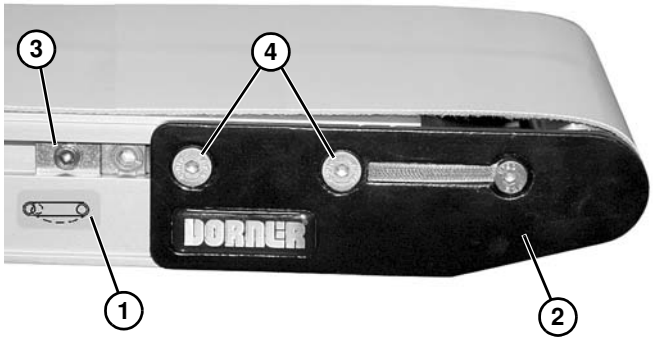

Figure 27
2. Sur l'extrémité où se trouve le tendeur de bande, identifié par , **(Figure 27, élément 1)** assembler en poussant la plaque de tête **(Figure 27, élément 2)** :
a. Sur les deux côtés du convoyeur, desserrer et éloigner des plaques de tête les rives de guidage **(Figure 27, élément 3)** (si elles sont fournies).
b. Desserrer les vis de fixation **(Figure 27, élément 4)** et pousser la plaque de tête vers l'intérieur.